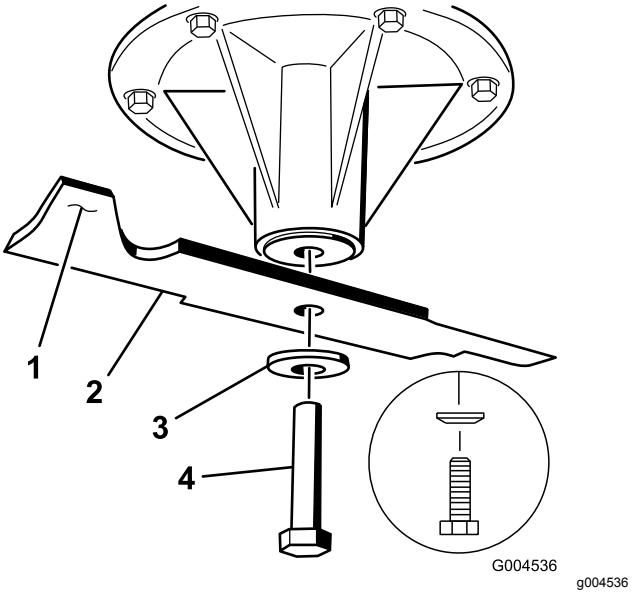

Figuur 80
2. Monteer het mes op de as (Figuur 80).
3. Monteer de klemring en de mesbout (Figuur 80).
Opmerking: De conus van de klemring moet worden gemonteerd op de boutkop (Figuur 80).